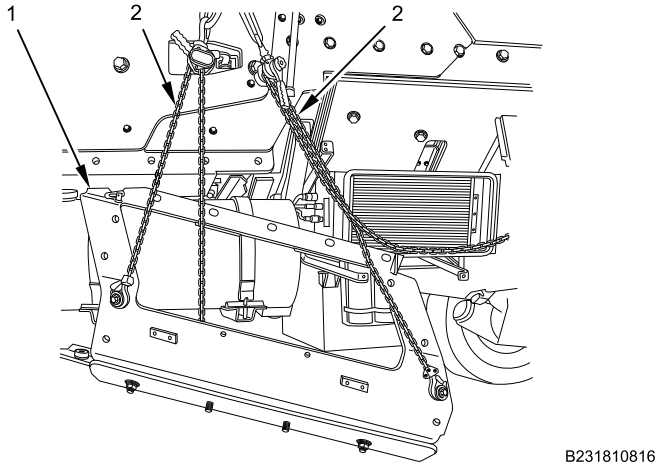

Figure 19. Belly Armor Plate.
4. Raise belly armor and fuel tank cover plate (Figure 19, Item 1) evenly into position with chain hoists (Figure 19, Item 2) on both sides of vehicle while observing drive shaft cutout and fuel tank strap location for clearance.